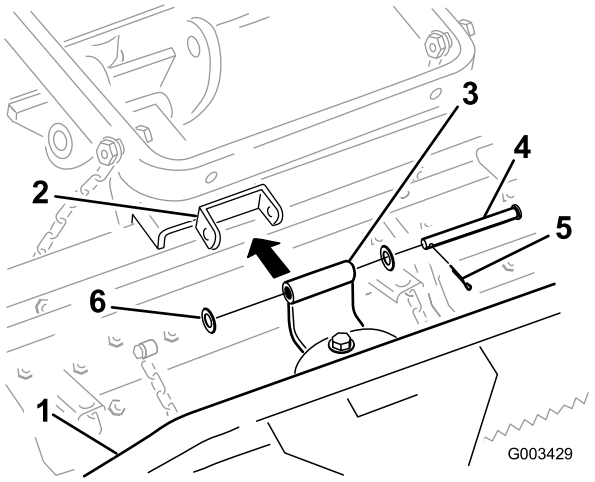

Figur 5
2. Koppla ihop tappfästet med tandräfsan i enlighet med Figur 5 med hjälp av en sprintbult (1/2 x 4 1/2 tum), två brickor (0,531 x 1,063) och en saxpinne.